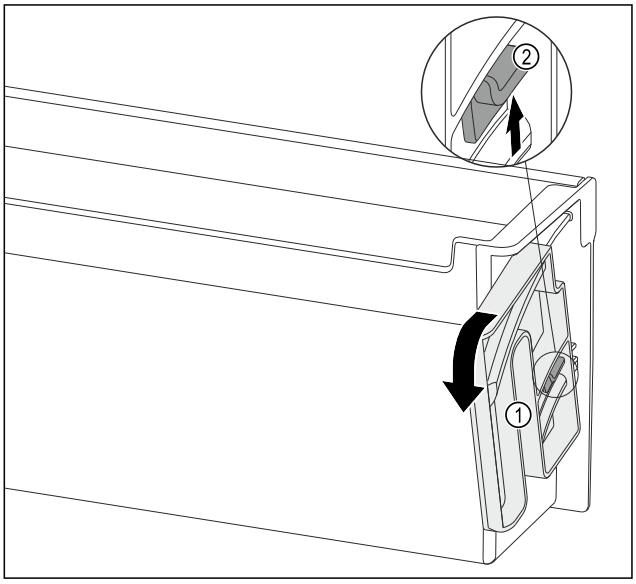

Fig. 143
▶ Turn the turning unit *Fig. 143 (1)* in the specified direction to the end stop.
▶ Press the tab *Fig. 143 (2)* up and remove the turning unit *Fig. 143 (1)*.